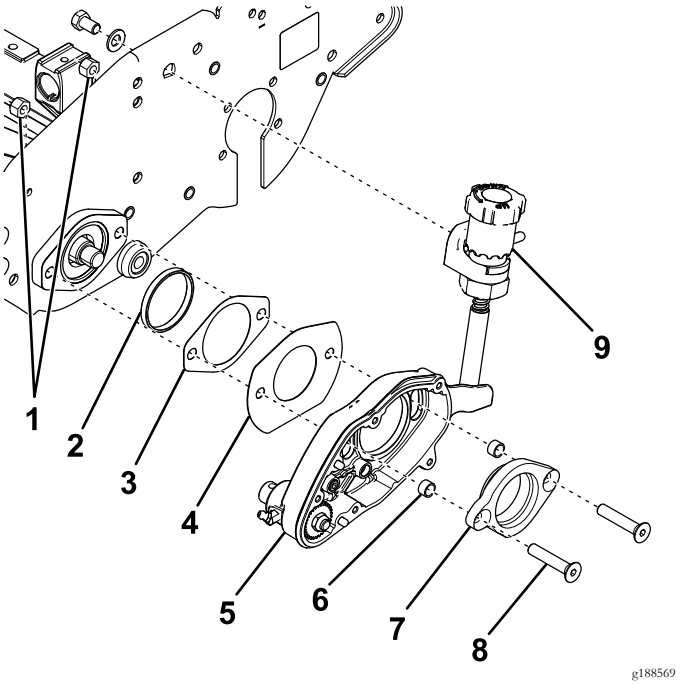

Figuur 6
2. Breng de pasring aan op het lagerhuis van de messenkooi op de zijplaat (Figuur 6).
3. Breng de twee platkopschroeven aan in de lageradapter en schuif de nieuwe afstandsringen op de uiteinden (Figuur 6).
4. Steek de lageradapter in de groomerbehuizing (Figuur 6).
5. Schuif de sleufkap en de nieuwe pakking op de platkopschroeven (Figuur 6).
6. Steek de platkopschroeven door de lagerbehuizing van de messenkooi en bevestig de schroeven met 2 borgmoeren (Figuur 6).
7. Bevestig de stelknop met een bout en ring aan de zijplaat (Figuur 6).